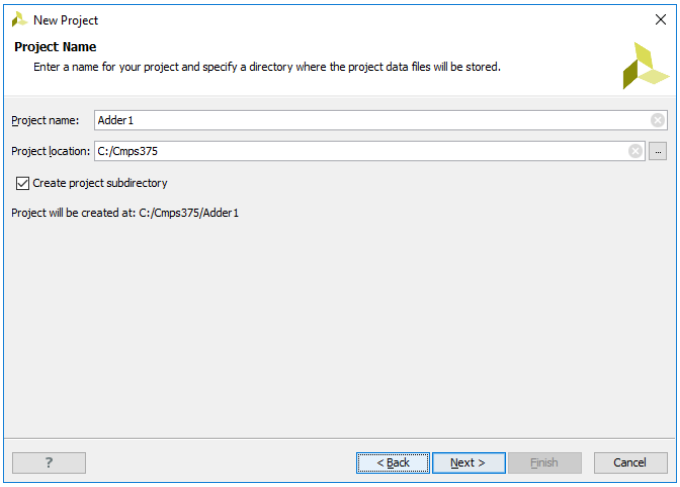

Figure 3. Project Name and Location
b. In the *New Project* form as shown in Figure 3, enter **Adder1** in the *Project name* field and select **C:/Cmps375** in the *Project location*.